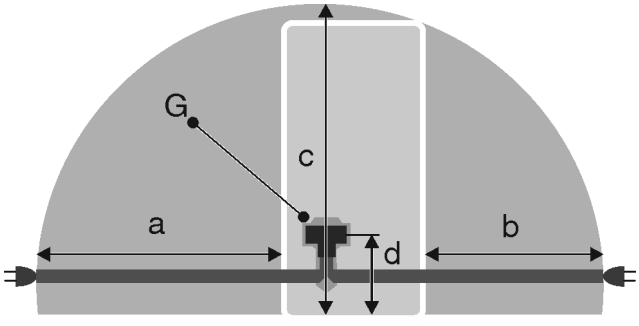

*Fig. 23 **
- Stikkontaken ligger ikke bak apparatet, men i områdene a eller b *Fig. 23 (a, b, c)*.
▶ Sett inn strømpluggen *Fig. 23 (G)* på baksiden av enheten. Pass på at den klikker på plass.